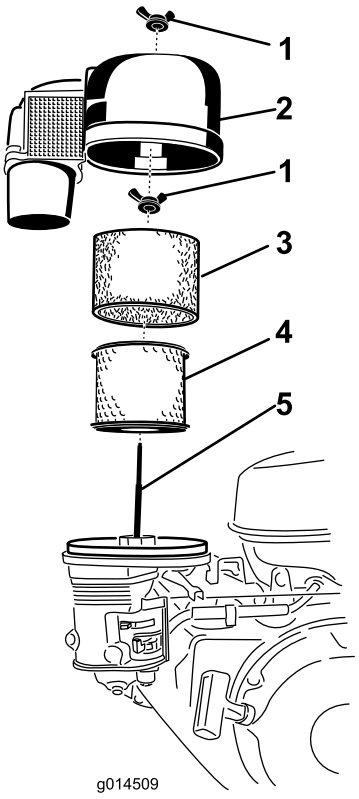

Figure 15
1. Retirez l'écrou à oreilles et sortez le filtre cyclonique avec son capot (Figure 15).